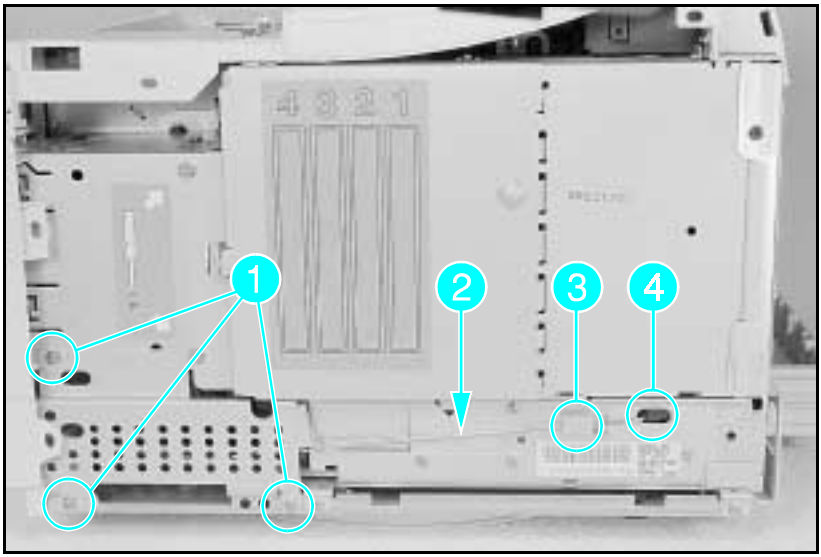

Figure 6-13a Remove the Sheet Metal Plate (LaserJet 4)
2 Remove the (3) or (2) screws from the metal cover at the lower right corner of the printer (see Figure 6-13a or b, callout *1*.) Remove the metal cover.